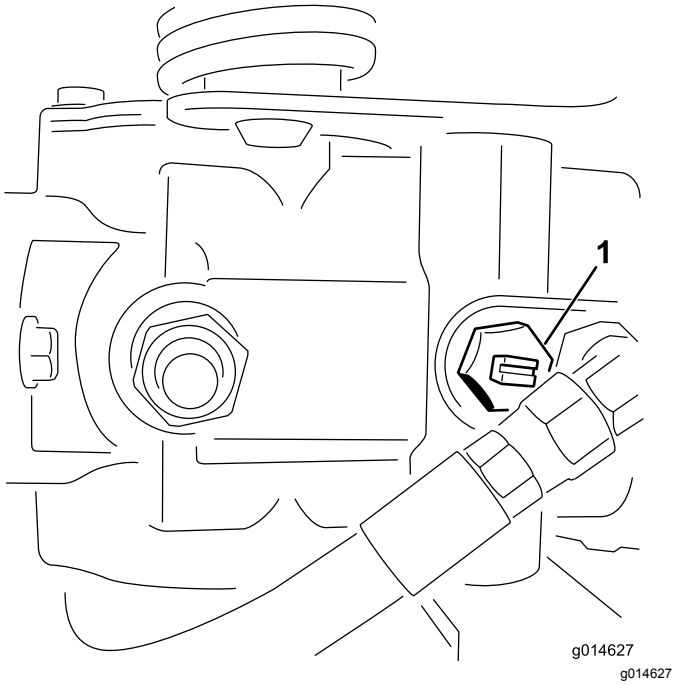

Figur 26
1. Lokalisera överströmningsventilen på pumpen och vrid den så att skåran är lodrät (Figur 26).
2. Stäng överströmningsventilen genom att vrida den så att skåran är vågrät (Figur 26) innan du startar motorn.